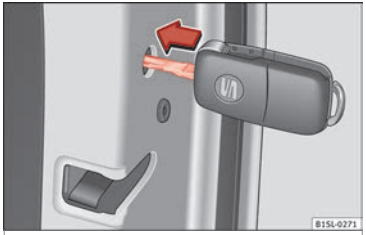

Fig. 139 Emergency locking of the vehicle using the vehicle key
- Insert the key shaft horizontally into the opening and moved the coloured lever forward ››› **Fig. 139**.